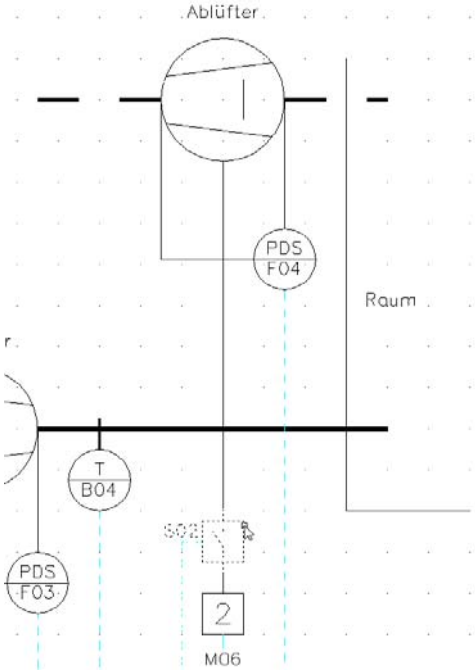

Bild 33.7 – Löschen eines Geräts aus einer Hauptgruppe
- Mit *Löschen: Manuell 1 Gerät entfernen* Sie einteilige Geräte oder solche, die einer Hauptgruppe zugeordnet sind. Rufen Sie diese Löschfunktion auf und klicken Sie auf den Reparaturschalter des Abluft-Ventilators (Abb. 33.7).